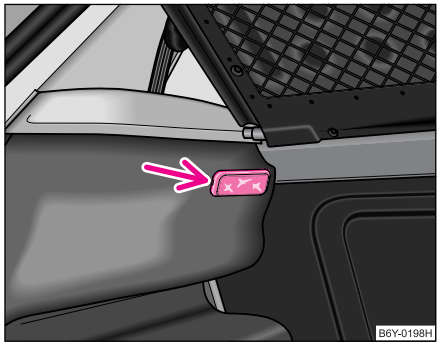

Fig. 177 Demontarea lămpii din portbagaj
– Introduceți o şurubelniță în fanta de lângă lampă ⇒ fig. 177. Ridicați cu atenție lampa.